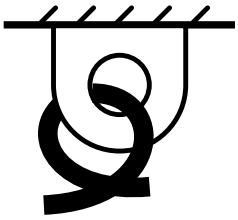

Fig. 79 – Tie-Down Point Identifier
c. Securely strap the machine at the tie-down points (Fig. 79) to the platform. Use only belts or chains of sufficient capacity.